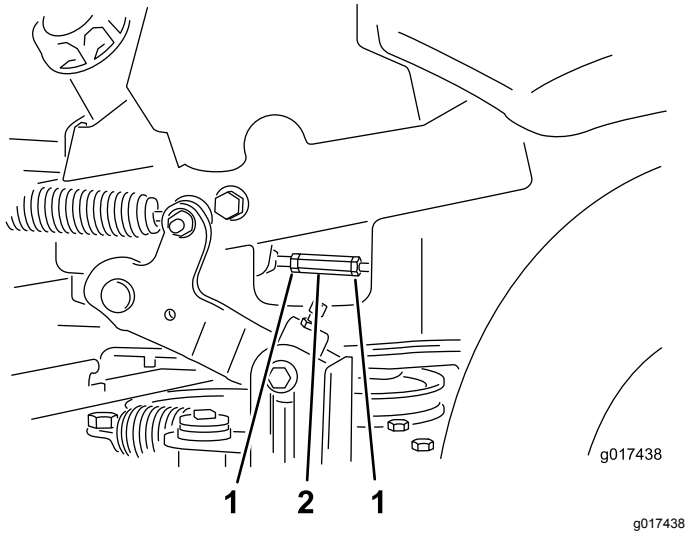

Figur 69
14. Juster pumpestengene ved å løsne de doble låsemutterne og rotere justeringsmutteren i den aktuelle retningen til hjulene kryper noe i revers (Figur 69).
16. Stram de to låsemutterne mot justeringsmutteren (Figur 69).